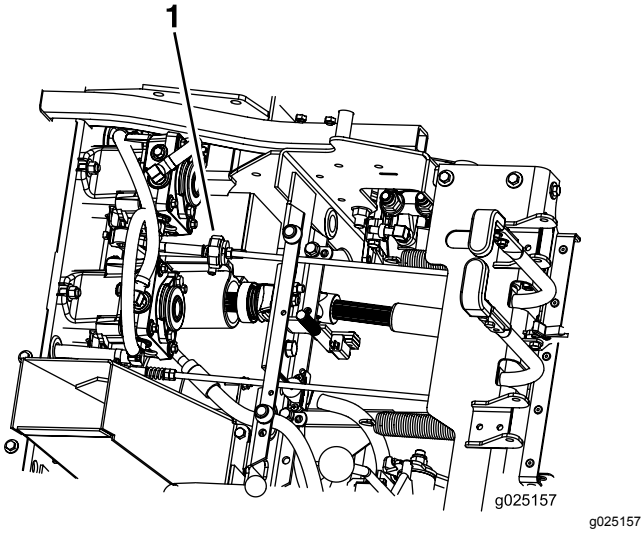

Figur 52
7. Kontrollera och säkerställ att maskinen inte kryper i neutralläget när parkeringsbromsen är urkopplad (Figur 52).